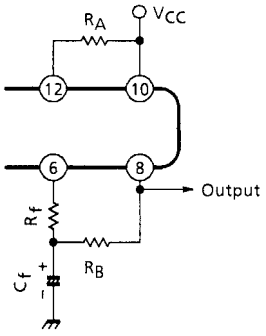

Figure 3
(2) When you use this IC at the supply voltage of more than 6 V, it is better to insert the resistance R_B for compensating output DC voltage. (Figure 3)